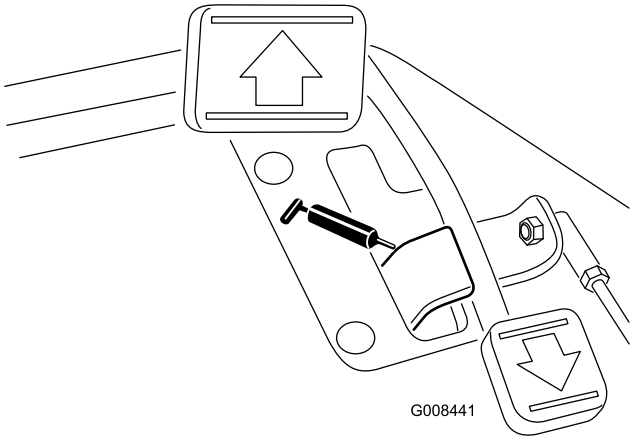

**Figur 36**
- Trekkpedaltapp (én) (Figur 36)